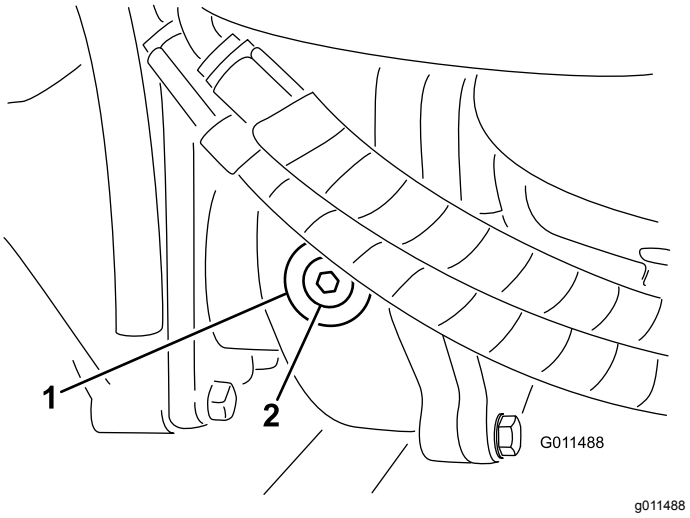

**Figuur 16**
2. Verwijder de controle/vulplug aan de linkerzijde van de tandwielkast en controleer of de tandwielolie tot aan de onderkant van de opening komt (Figuur 16).